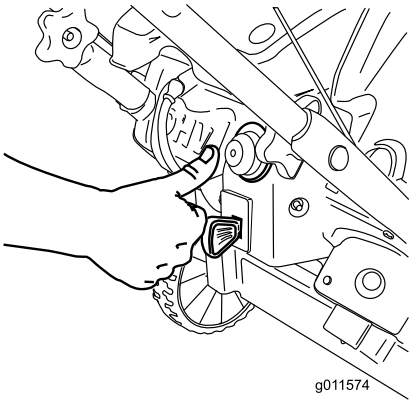

**Rysunek 18**
3. Mocno naciśnij pompkę kciukiem 2 razy, za każdym razem przytrzymując pompkę wciśniętą przez sekundę (Rysunek 18).